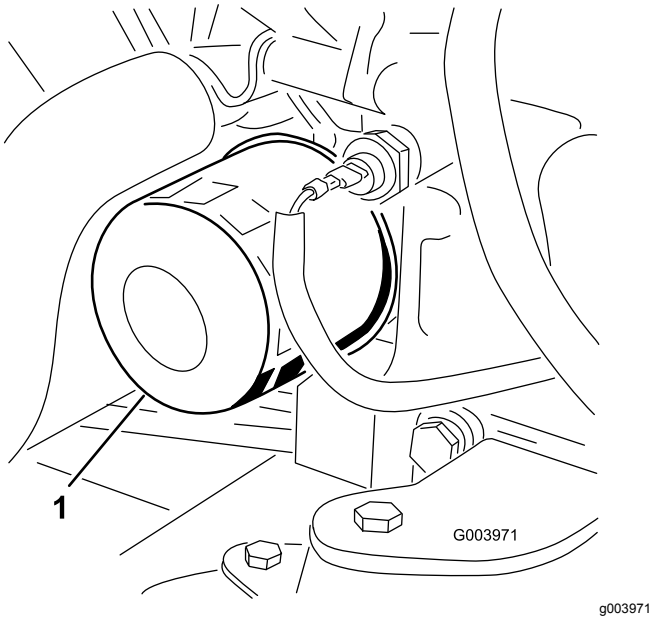

Figuur 49
3. Verwijder het oliefilter (Figuur 49).